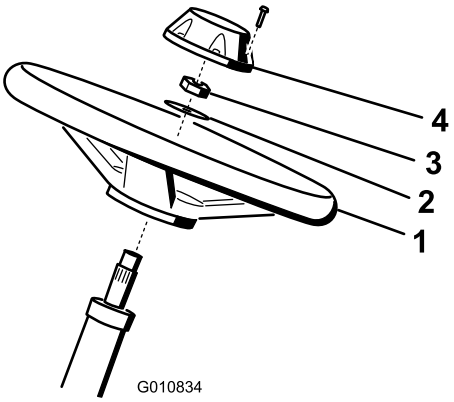

Figur 5
1. Sæt rattet på ratstammen (Figur 5).
2. Sæt spændeskiven på ratstammen (Figur 5).
3. Fastgør rattet til akslen med en låsemøtrik, og spænd den til 27-35 N·m (Figur 5).
4. Sæt hætten på rattet, og fastgør den med 6 bolte (Figur 5).